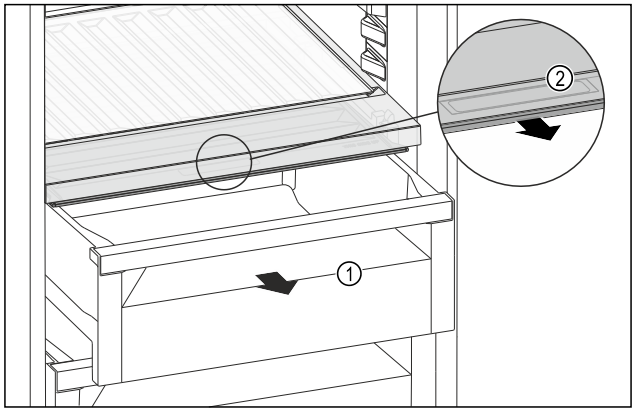

Fig. 219
▶ 拉出抽屉 *Fig. 219 (1)*。
▶ 抓住抽屉盖上的内嵌式拉手 *Fig. 219 (2)*，并同时向前拉出抽屉盖。